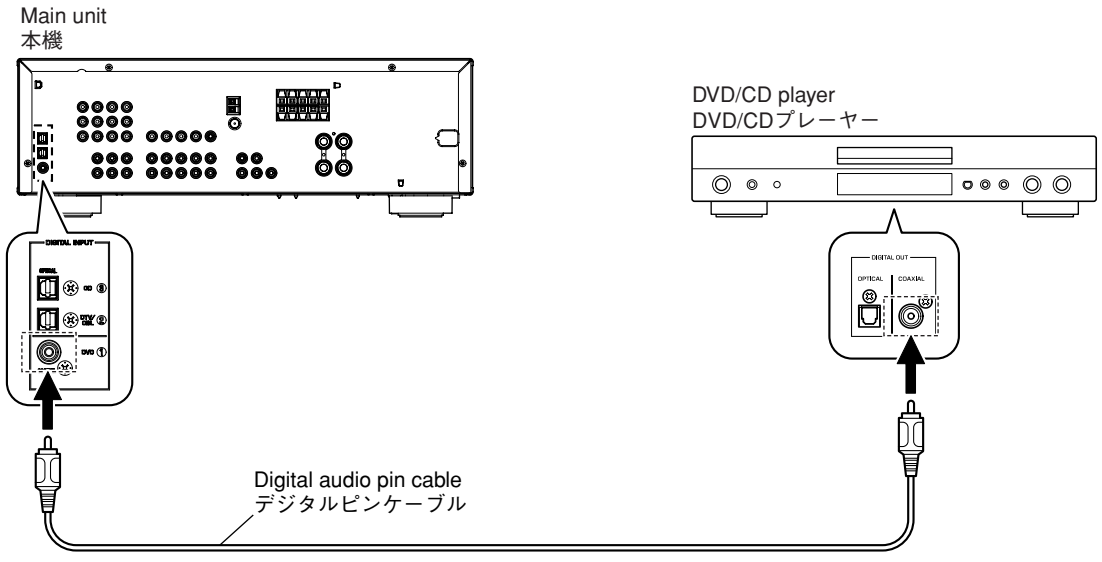

Fig. 1
1. Connect the main unit and DVD/CD player as shown below. (Fig. 1)
1. 本機とDVD/CDプレーヤーを下記のように接続します。（Fig. 1）